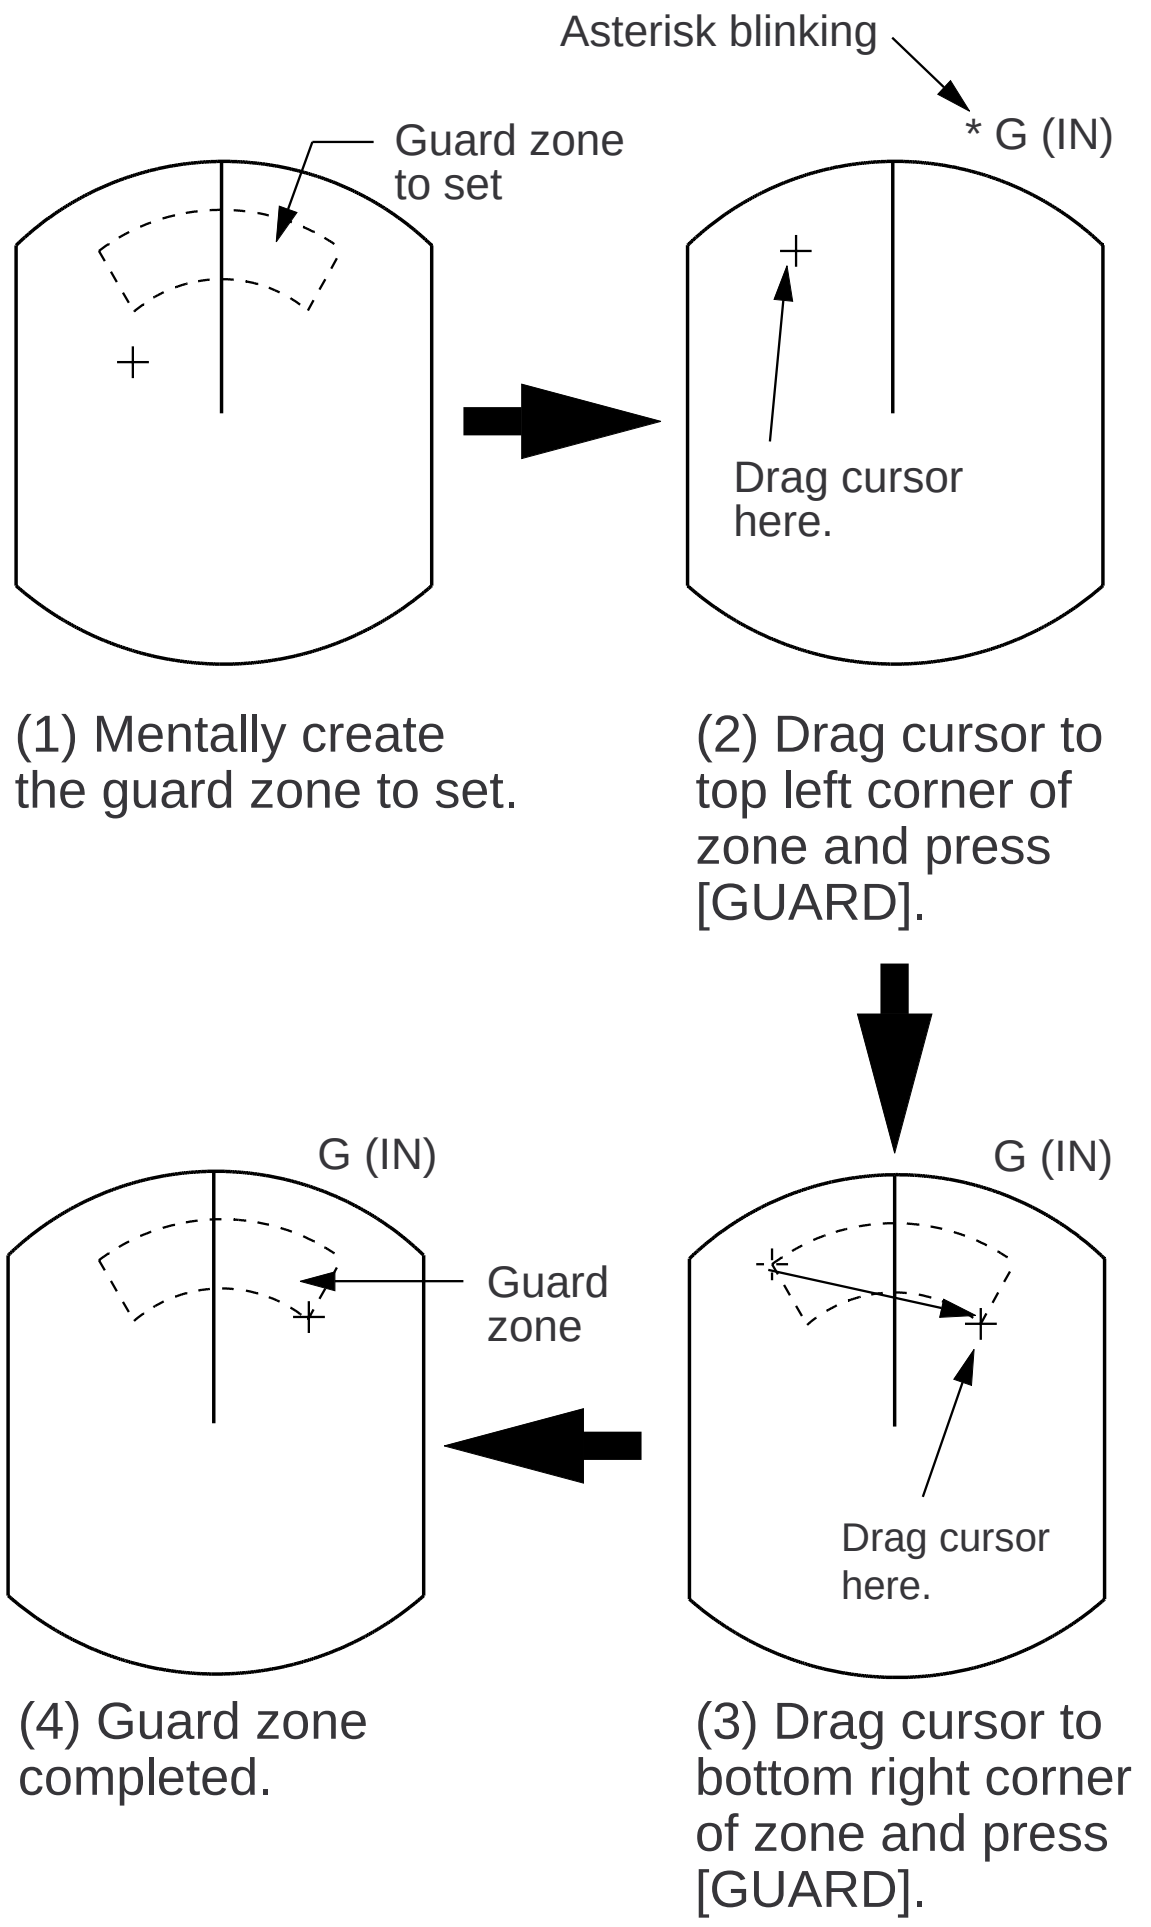

Figure 1-13 How to set a guard zone
1) Mentally create the guard zone you want to display. See Figure 1-13 (1).
2) Operate the cursor pad to set cursor on top (bottom) left edge of the guard zone. Press the [GUARD] key. *G (IN) (or G OUT)), with asterisk blinking, appears at the top right-hand corner on the display. (The asterisk indicates the guard zone is partially set.) See Figure 1-13 (2).
3) Operate the cursor pad to set cursor on bottom (top) right edge of the guard zone and press the [GUARD] key. The asterisk disappears. See Figure 1-13 (3).
4) Guard zone appears on the display. See Figure 1-13 (4).